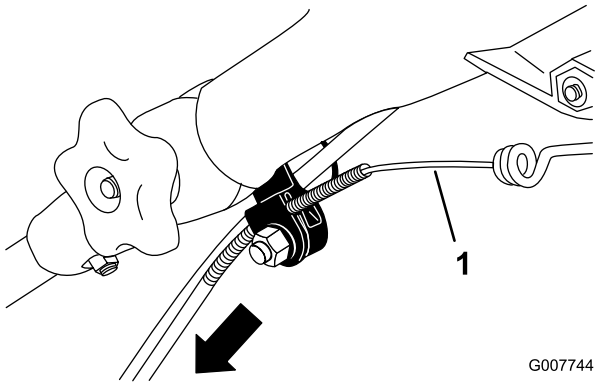

Figur 44
3. Dra kabelhöljet nedåt så att den exponerade kabeln sträcks (Figur 44).